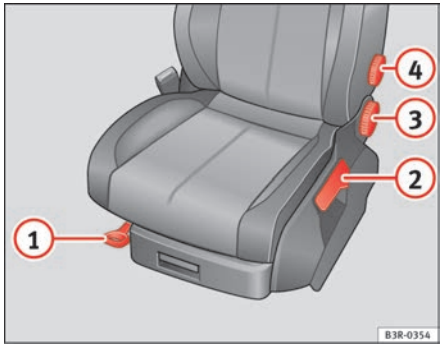

Fig. 106 Adjuster controls on driver's seat
– Lift the lever (1) ⇒ fig. 106 and move the seat to the desired position.
– Then release the lever (1) and move the seat further until the catch engages.
– Pull the lever (2) ⇒ fig. 106 up repeatedly until the seat is in the desired position.
– Turn the adjuster wheel (3) ⇒ page 134, fig. 106 to set the angle of the backrest as required.
– Do not exert any pressure on the backrest and turn adjuster wheel (4) ⇒ page 134, fig. 106 to adjust lumbar support.